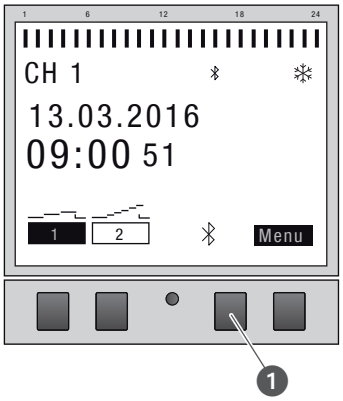

Fig. 20: Établissement de la connexion Bluetooth à l'horloge modulaire
1. Appuyez sur la touche Bluetooth (Fig. 20/❶) de l'horloge modulaire.